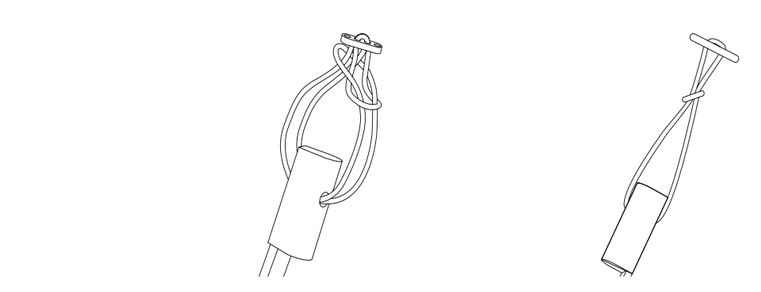

Figur 2 Figur 3 Figur 4
7. Med indføringsstiften på 2,7 mm på plads og ved at måle direkte fra borehovedet ved tibiatunnelens indgang skal der bores i lårbenets ledskål til en dybde, der passer til bone-tendon-bone graftens totale længde (A).
8. Med det endoskopisk kanylerede borehoved skubbet mod bagvæggen af lårbenets ledskål aflæses målingen direkte fra borehovedet ved basis af lårbenets ledskål (B), og der placeres en "blå linje" på graften. Placer endnu en blå linje 10 mm distalt.
9. Bor yderligere mindst 10 mm i lårbenets ledskål (C), så ENDOBUTTON CL BTB-enheden kan drejes, når den er ført forbi.
11. Mål hele den femorale kanallængde ved hjælp af en Smith & Nephew ENDOBUTTON-dybdesonde (D). Denne afstand svarer til afstanden fra ENDOBUTTON-enheden til den første "blå linje" på graften.
12. Anbring graften på GRAFTMASTER° II ENDOBUTTON-holderen, så den første "blå linje" befinder sig ud for den herover specificerede afstand (D).
14. Før den kontinuerlige løkke gennem borehullet på 2 mm i bone-tendon-bone graftens lårbensblok, og fastgør den til ENDOBUTTON-enheden (se Figur 2–6). Præstramningen kan evt. standardiseres ved hjælp af en Smith & Nephew-suturstrammer med tensiometer og ved at føre en flettet polyestersutur nr. 5 gennem tibiaknogleblokken.